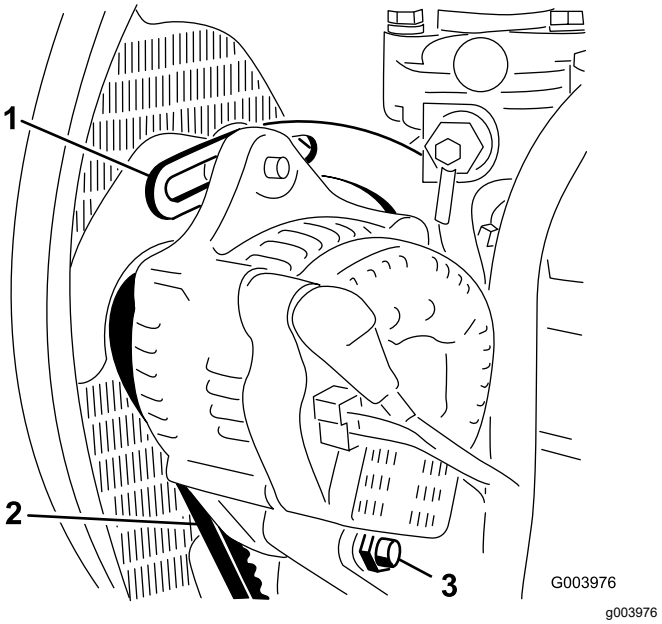

Figur 115
3. Kontroller generatorremmens tilspænding ved at trykke på den (Figur 115) midt mellem generatoren og krumtapakslen med en belastning på 10 kg.
4. Løsn bolten, der fastgør generatoren til afstiveren, og generatorens drejebolt. (Figur 115)